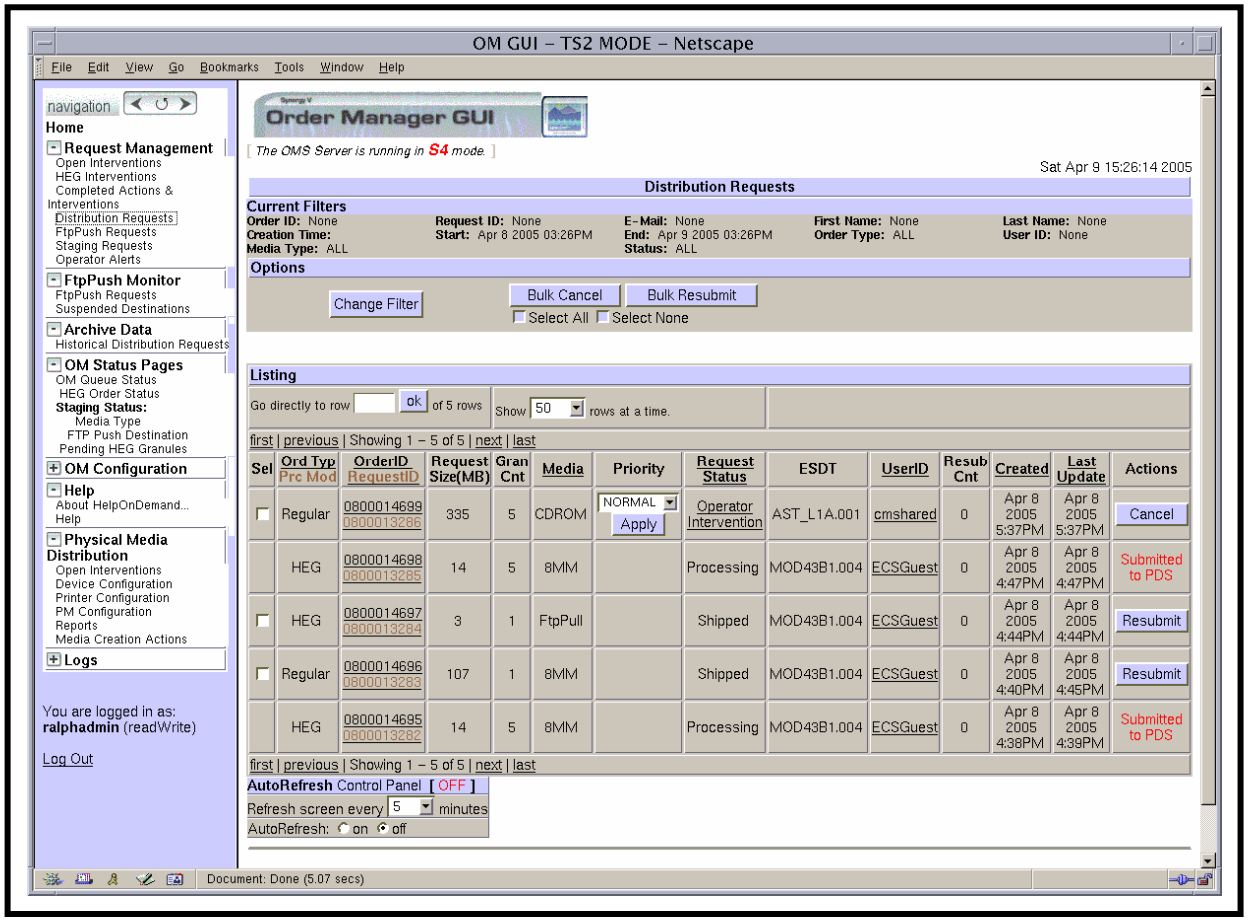

Figure 28. Distribution Requests Page
- **Distribution Requests** page (Figure 28).
- The **Distribution Requests** page (Figure 28) is displayed.